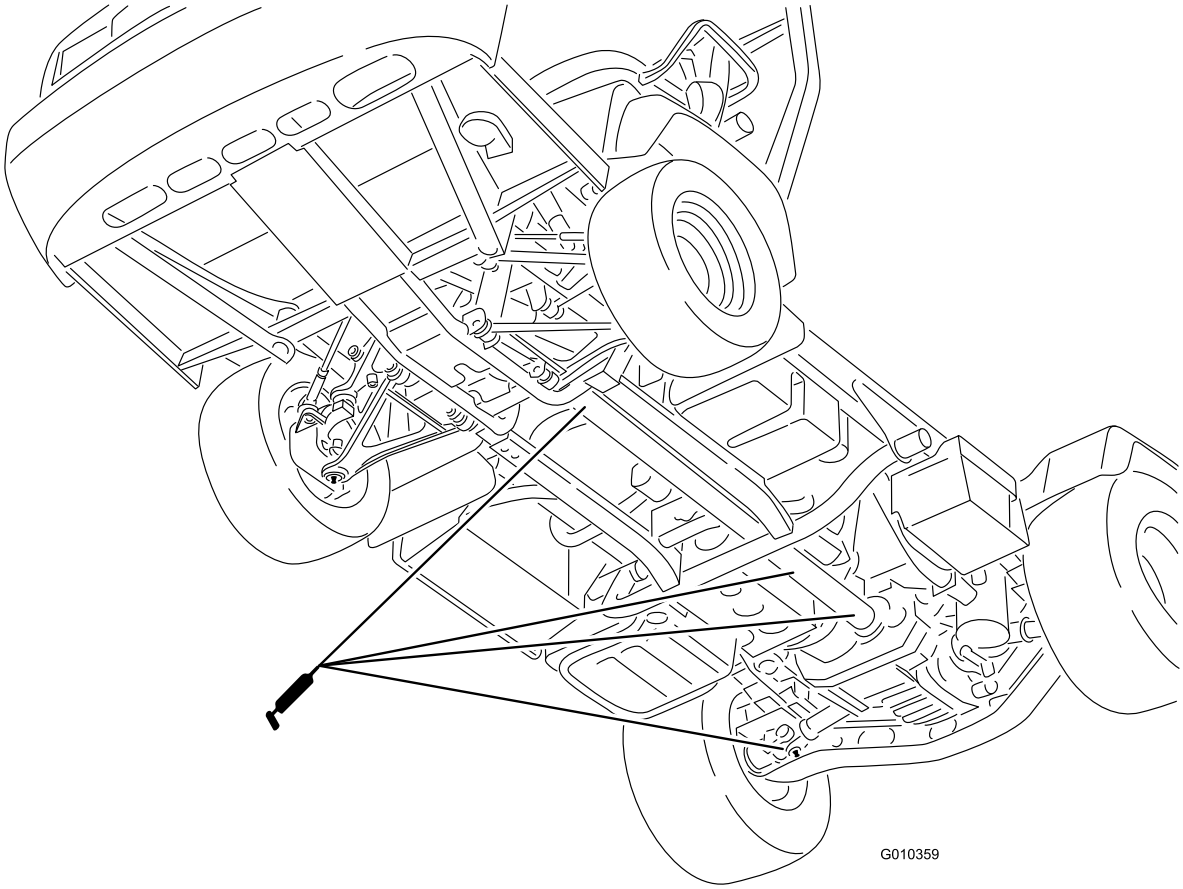

Rysunek 41
- Złącze w kształcie litery U (18) i wał napędu na 4 koła (3) (Rysunek 41)